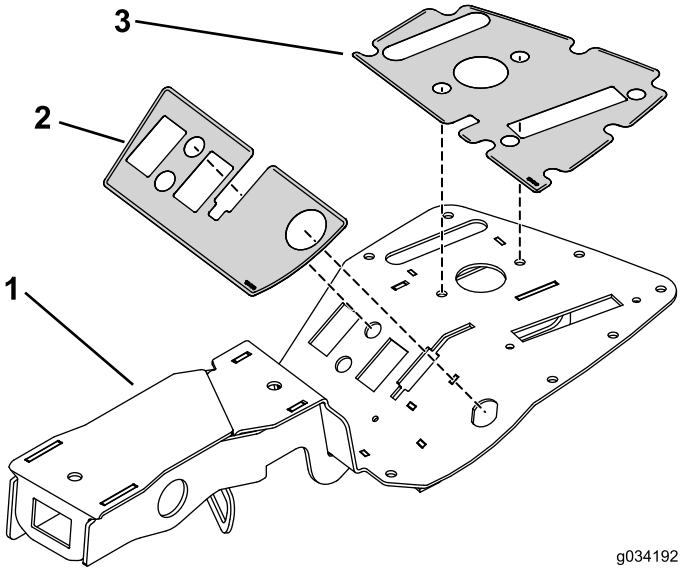

Rysunek 15
1. Umieść etykietę górną i dolną na zespole konsoli (Rysunek 15).